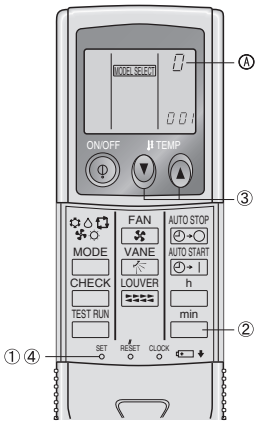

Fig. 6-5
3) Asignación de un controlador remoto inalámbrico por infrarrojos a cada unidad (Fig. 6-5)
4) Operación de ajuste del número de par del controlador remoto inalámbrico por infrarrojos (Fig. 6-5)
① Pulse el botón SET con algún objeto puntiagudo.